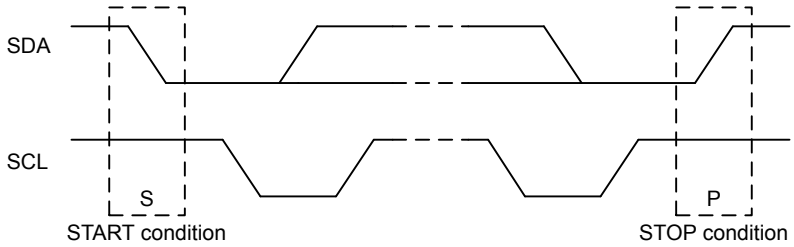

Figure 22.4. I2C START and STOP Conditions
START and STOP conditions are used to initiate and stop transactions on the I^{2}C-bus. All transactions on the bus begin with a START condition (S) and end with a STOP condition (P). As shown in Figure 22.4 I2C START and STOP Conditions on page 649, a START condition is generated by pulling the SDA line low while SCL is high, and a STOP condition is generated by pulling the SDA line high while SCL is high.